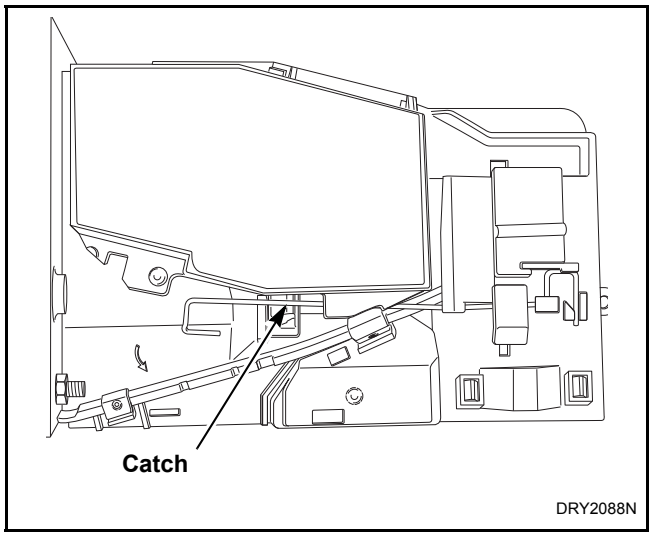

Figure 17
c. Move spring downward until cover catch is free. Refer to *Figure 17*.